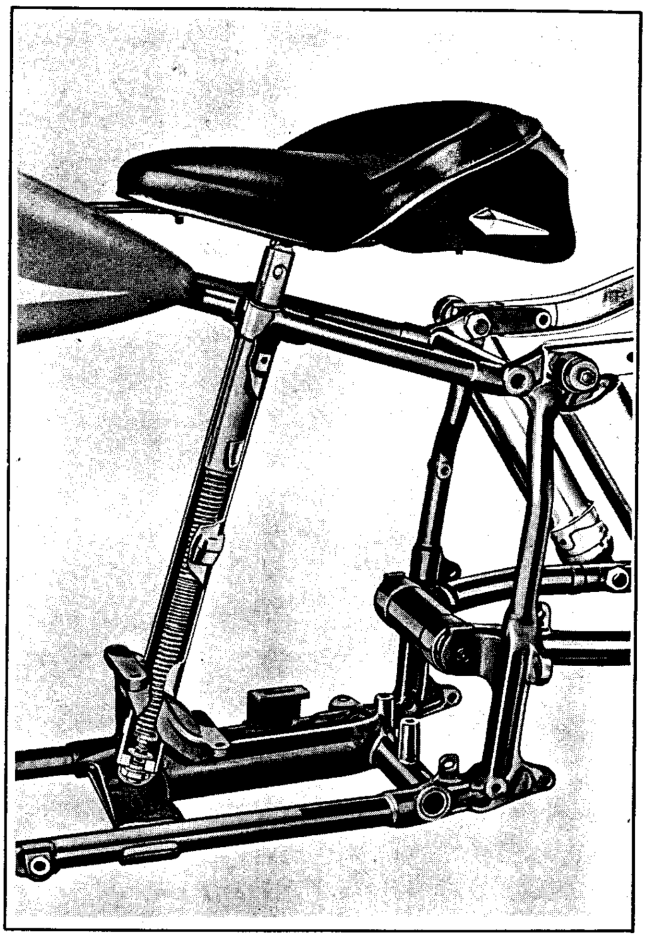

Figure 2H-1. Cutaway of Seat Post Springing
Two seat post spring arrangements are available for each model. A standard spring set is suitable for rider weighing up to 220 pounds. A heavy spring set for weights over that amount include heavier springs and longer guide collars. The heavy set is indicated by a letter "D" (Duo-Glide) or an "E" (Servi-Car) stamped on the upper end of the seat post plunger. See Fig. 2H-1 for cutaway view of seat post springing arrangement. Duo-Glide and Servi-Car assemblies have same number of components with following exceptions: (See Fig. 2H-2.)
DISASSEMBLING SEAT POST (Fig. 2H-2)
Wash and air dry all parts. Inspect for broken or "set" springs. New spring length appears in Fig. 2H-2 listing. Replace seat bar bushings (19) if worn appreciably.
ASSEMBLING SEAT POST (Fig. 2H-2)